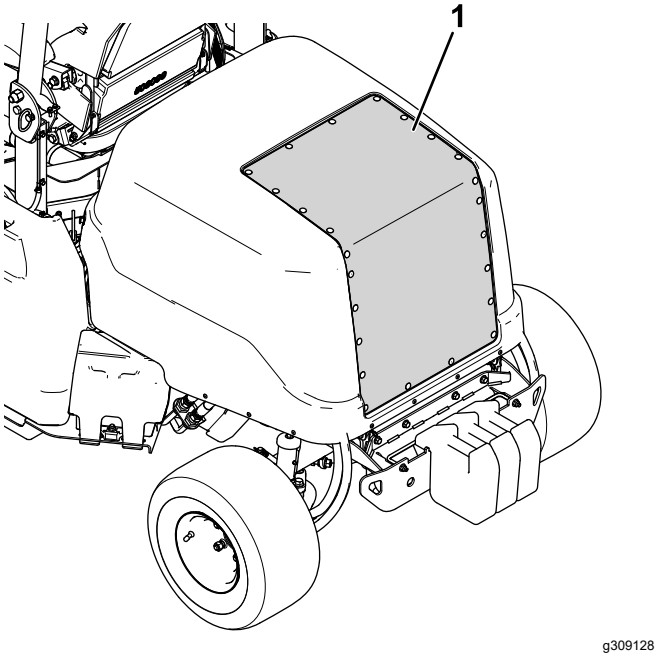

**Figuur 73**
2. Reinig het motorkapscherm met perslucht (getoond in Figuur 73). Richt de lucht uit de machine.